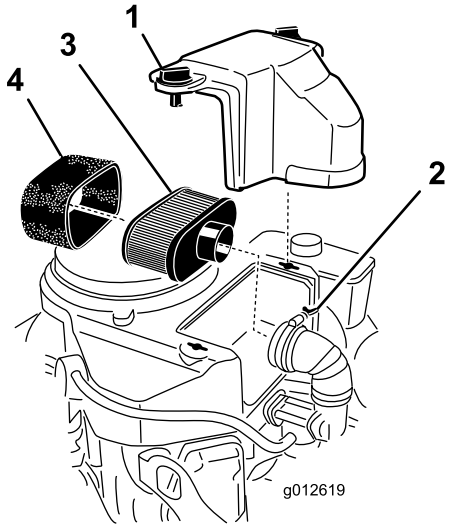

Figur 33
3. Gör rent runt luftrenaren så att inte smuts faller ner i motorn och orsakar skador (Figur 33).
4. Öppna kåpans vred och ta bort luftrenarkåpan (Figur 33).
5. Skruva loss slangklämman och ta bort luftrenarenheten (Figur 33).
6. Dra försiktigt bort skumplastinsatsen från pappersinsatsen (Figur 33).
1. Rengör pappersinsatsen genom att knacka på den för att få bort damm. Om pappersinsatsen är mycket smutsig bör den bytas ut mot en ny (Figur 33).
Rengör inte pappersfiltret. Byt ut det var 200:e körtimme (Figur 33). Kontrollera att gummitätningen inte har sprickor, oljebeläggning eller skador och byt ut den om den är skadad.
1. Skjut försiktigt på skumplastinsatsen på pappersinsatsen (Figur 33).
2. Sätt luftrenaren på luftrenarbasen eller slangen och fäst den (Figur 33).
3. Sätt luftrenarkåpan på plats och dra åt kåpvreden (Figur 33).